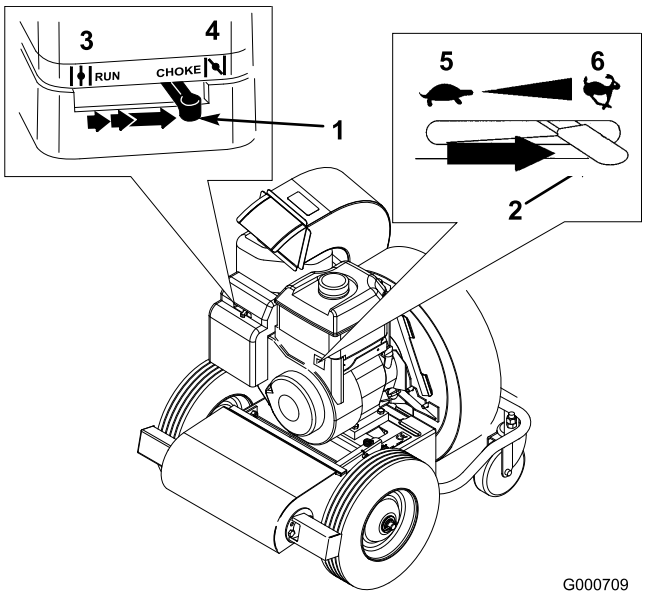

Figuur 16
1. Zet de chokehendel (links naast de motor) op CHOKE (Figuur 16).
2. Zet de gashendel (rechts naast de motor) op SNEL (Figuur 16).
4. Zodra de motor warm is, zet u de chokehendel op UIT (Figuur 16.
Zet de gashendel helemaal naar links op LANGZAAM (Figuur 16).